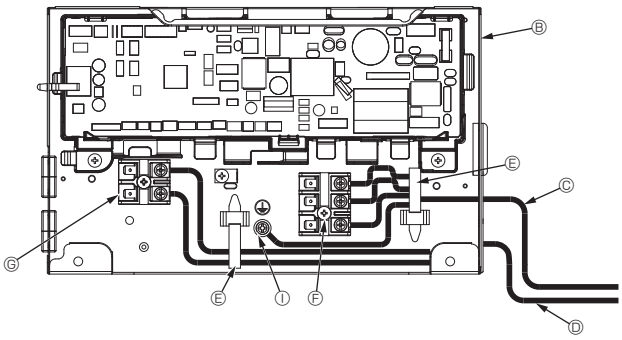
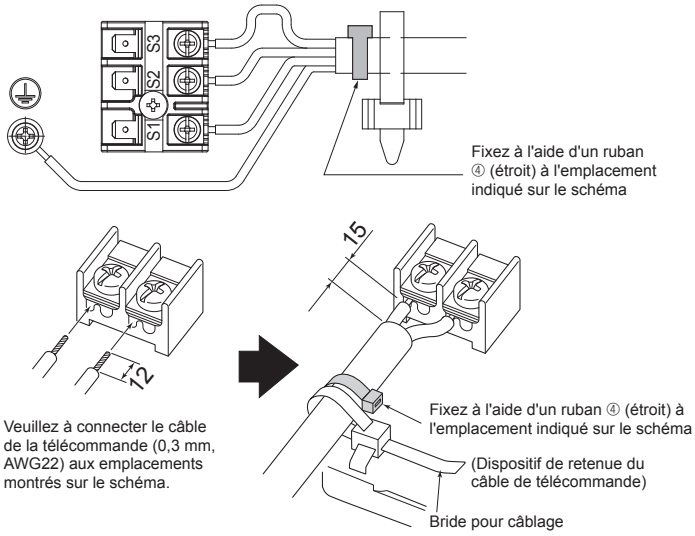

Fig. 7-2
Fig. 7-3
7.2. Appareil intérieur (Fig. 7-1) (Fig. 7-2) (Fig. 7-3)